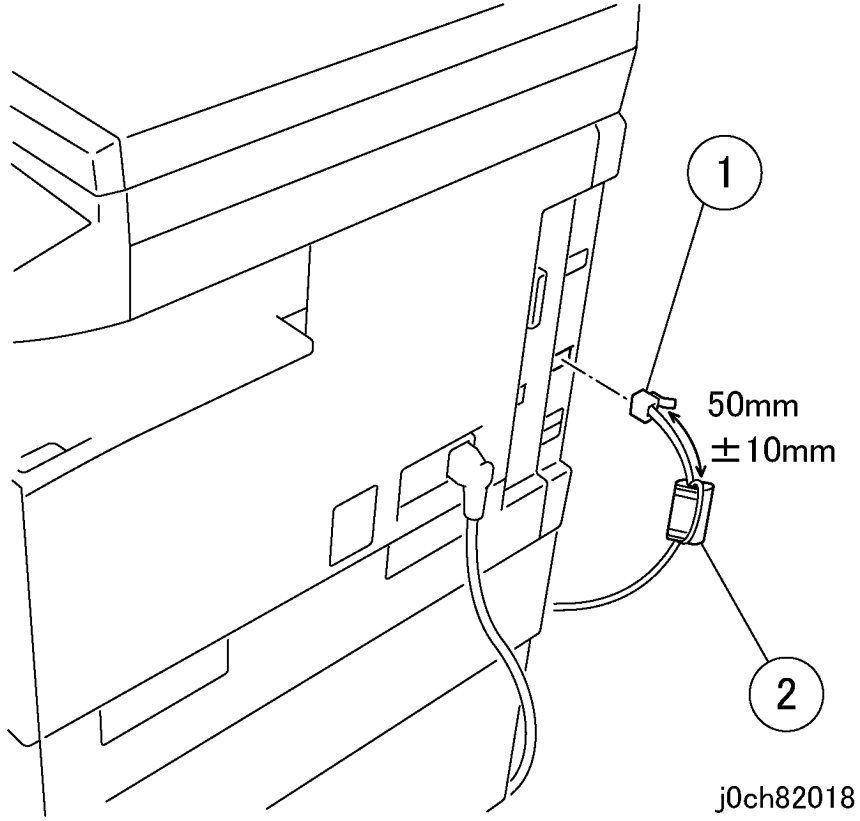

Рисунок 18 Подключение кабеля данных (j0ch82018)
22. Подключите кабель данных к гнезду LINE (рисунок 18).